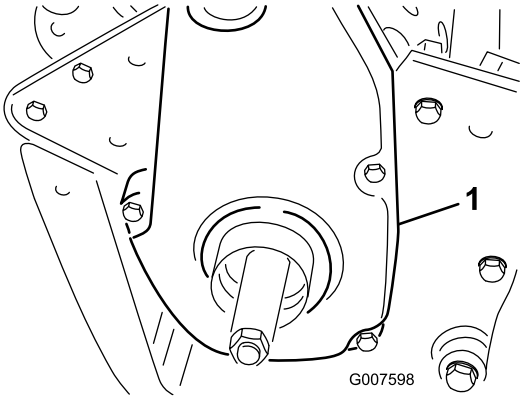

**Figuur 44**
6. Verwijder de achterste drijfriemkap van de rechterkant van de machine (Figuur 44).